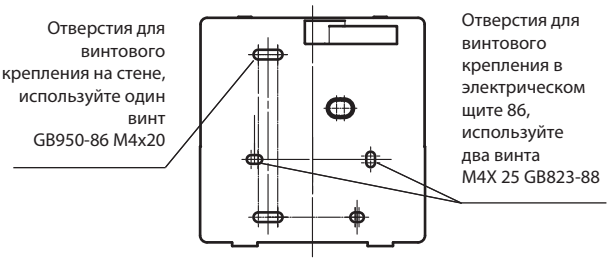

Рис. 3-7
- Используйте два винта M4X25 GB823-88 для установки задней крышки на электрический щит 86, и один винт GB950-86 M4X20 для фиксации на стене (рис. 3-7).